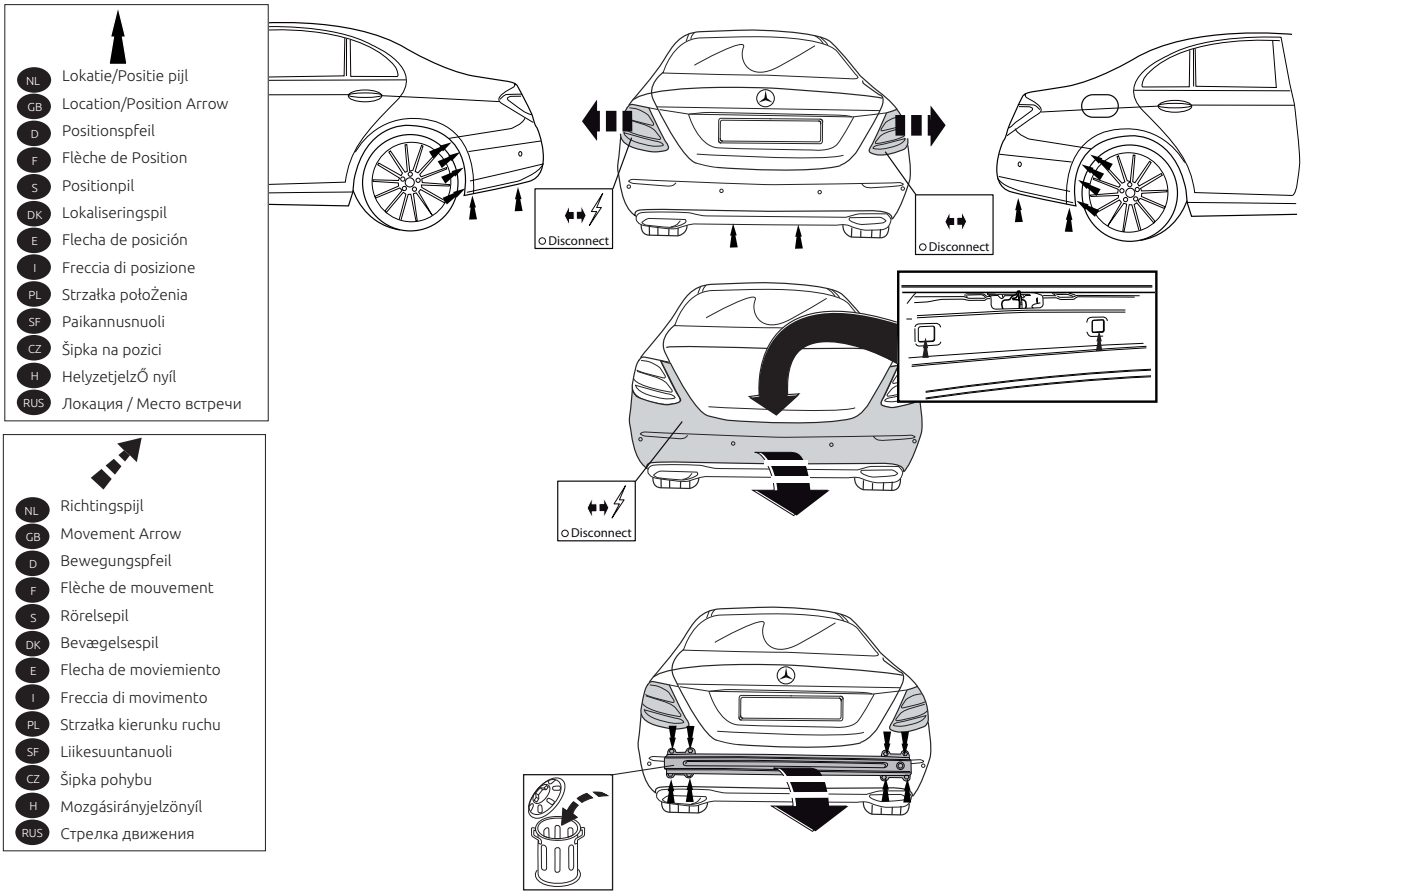

Fig. 1
1. Снять задние фары и бампер. См. рисунок 1.
3. Снять стальной буферный брус. Буферный брус больше не понадобится. См. рисунок 1.
7. Герметизировать обозначенные части (см. рис. 1)